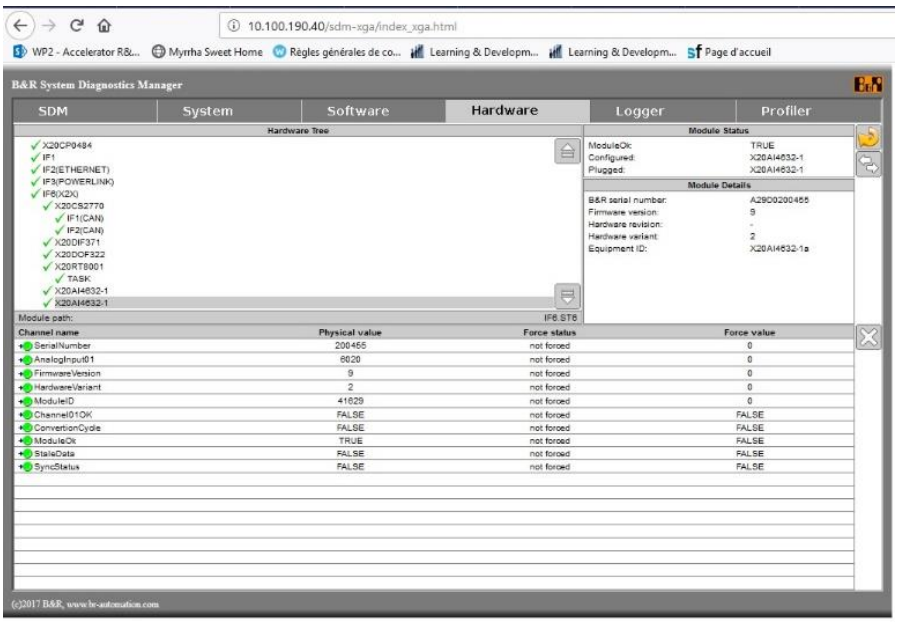

Fig. 4: B&R system diagnostics manager
- From there, you can navigate through the different cards and observe the status, digits, etc. (troubleshooting) as shown in Fig. 4. In principle, it is not possible to apply bad settings via this means.